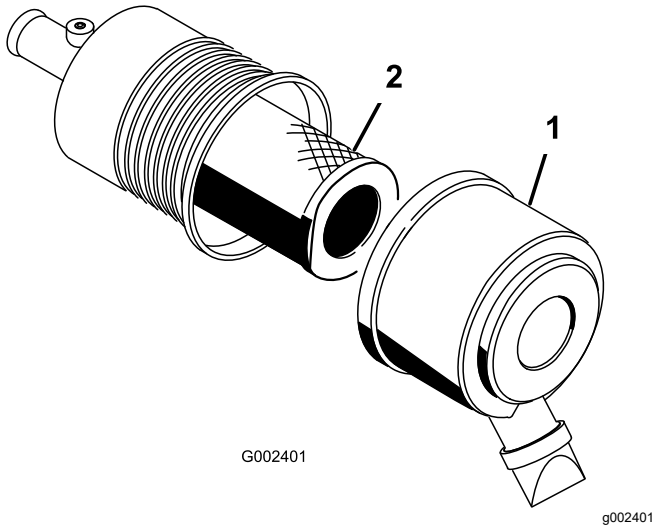

Figur 55
1. Åbn låsene, der fastgør luftfilterdækslet til luftfilterhuset (Figur 55).
2. Fjern dækslet fra luftfilterhuset (Figur 55).
4. Afmonter, og udskift filteret (Figur 55).